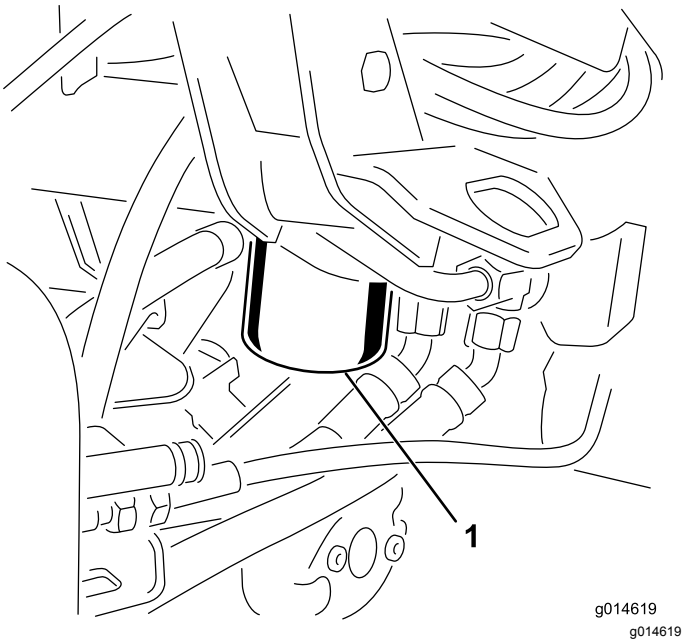

Figur 37
1. Rengör runt området där filtret monteras (Figur 37). Ställ ett avtappningskärl under filtret och ta bort filtret.